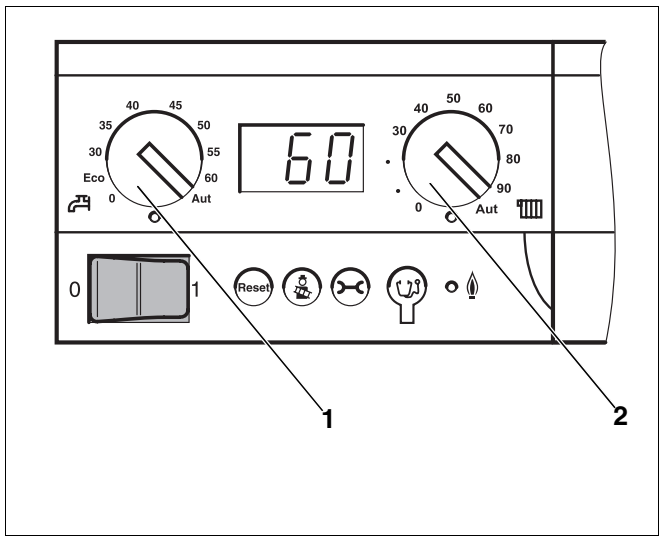

Rys. 41 Sterownik bazowy Logamatic BC10
- Pokrętło maksymalnej temperatury kotła" (rys. 41, **poz. 2**) i pokrętło zadanej wartości temperatury ciepłej wody (rys. 41, **poz. 1**) ustawić w położeniu "Aut".